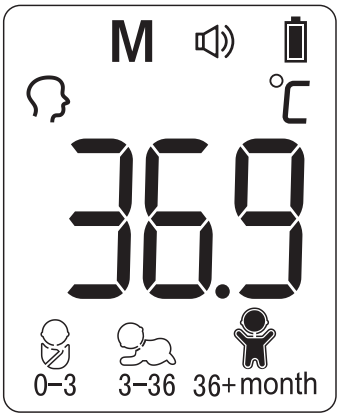

Abbildung 8
2. Das Thermometer speichert automatisch die letzten 30 Temperaturmesswerte. Jeder Speicherwert zeichnet auch das Symbol für den Messmodus auf. Jedes Mal, wenn die *Einstelltaste* gedrückt wird, zeigt der Bildschirm vergangene Messwerte an, die einer Nummer von 1–30 entsprechen. Die Nummer 1 gibt den aktuellsten Messwert an, während die Nummer 30 den ältesten im Speicher abgelegten Messwert anzeigt. (Siehe Abbildung 8)